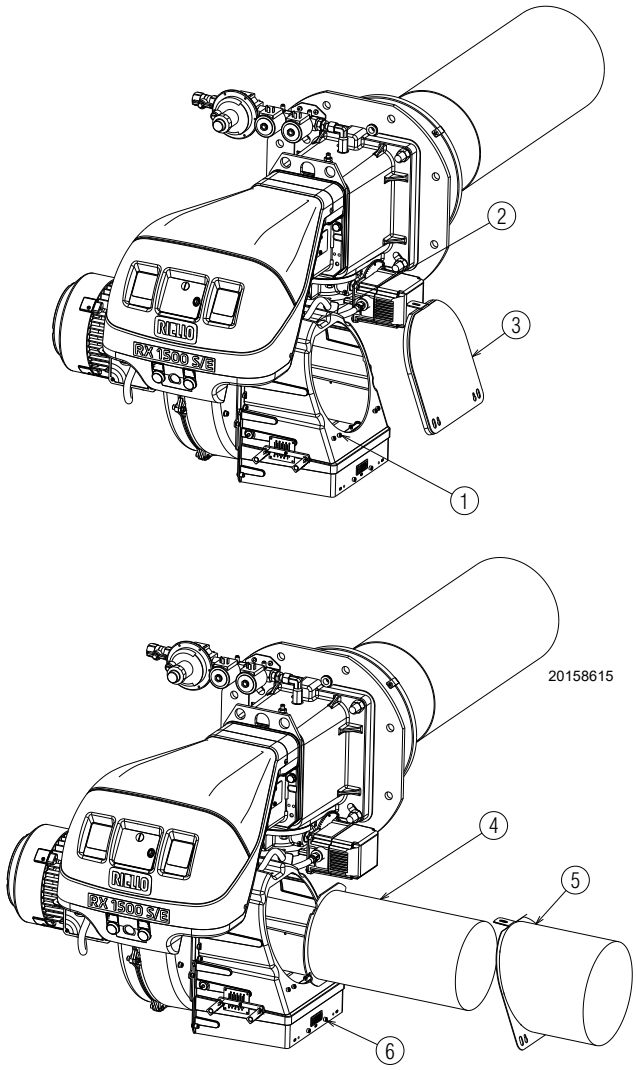

Fig. 23
Below, the main steps (Fig. 23):
- ➤ remove the sound damping inside the air intake 6)(Fig. 23);